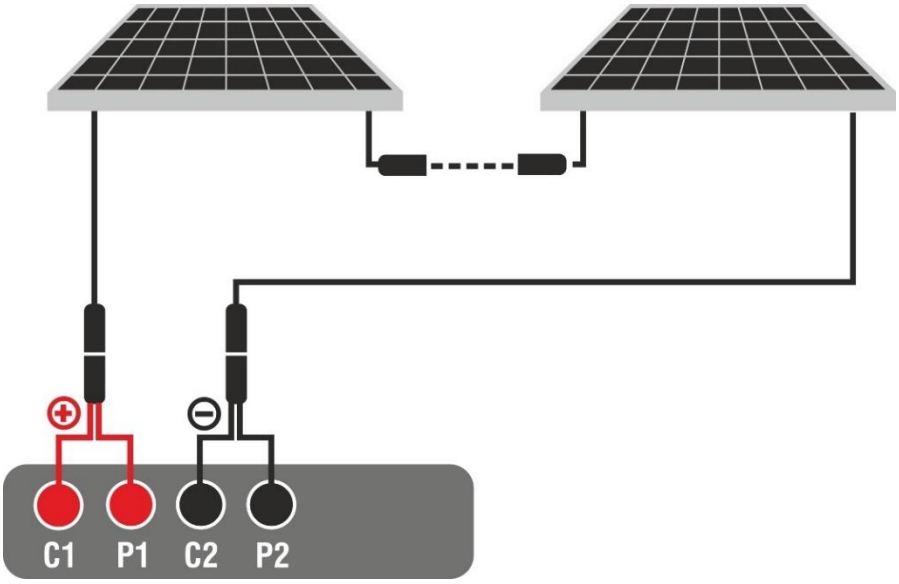

Fig. 34: Conexión para la prueba IVCK sin unidad remota
3. Conecte el instrumento al módulo/string en pruebas como se muestra en la Fig. 34. En particular, conecte el polo Negativo en la salida del módulo/string a los terminales **P2, C2** y el polo Positivo en salida del módulo/string a los terminales **P1, C1**